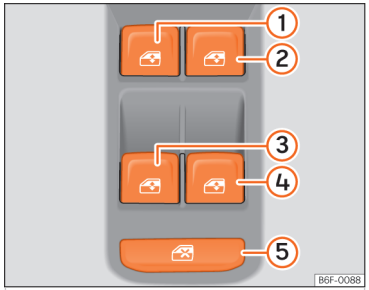

**Fig. 85** Detail of the driver's door: window controls.
The safety control ››› Fig. 85 ⑤ on the driver's door can be used to disable the electric window buttons on the rear doors.